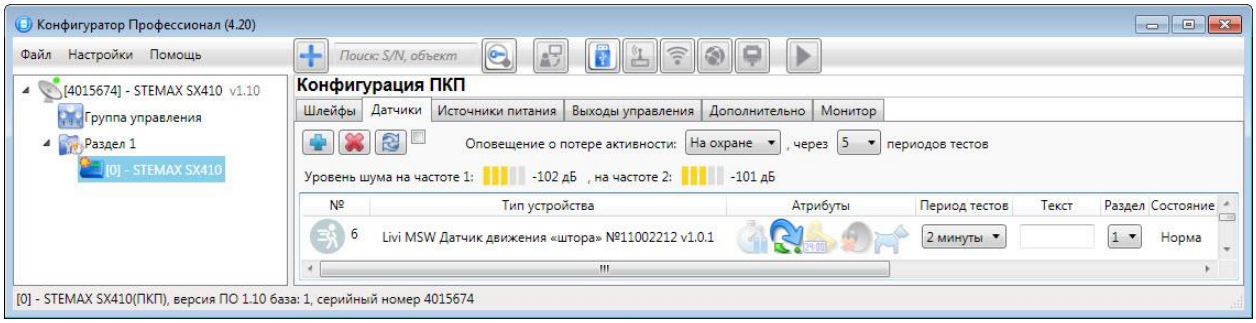

Рисунок 4.36 — Вкладка датчики (основные параметры работы радиоустройств)
В верхней части вкладки *Датчики* (см. рисунок 4.36) задаются основные параметры работы радиоустройств Livi.
1. На вкладке *Датчики* нажмите кнопку (см. рисунок 4.36).